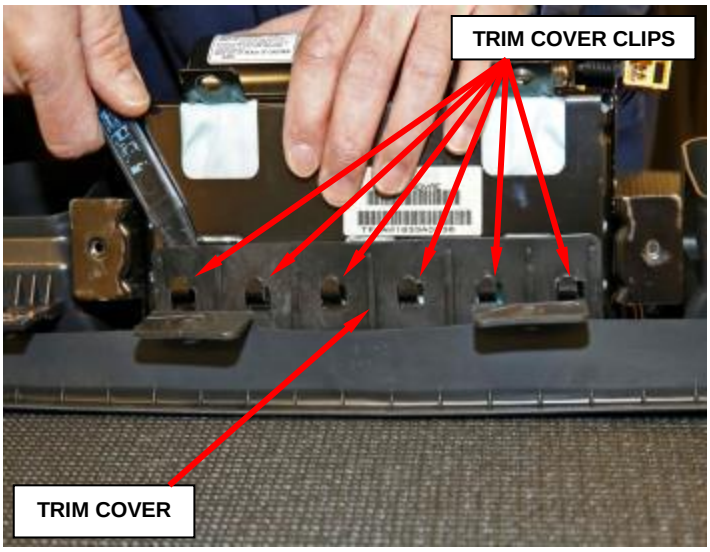

**Figure 18 – Trim Cover Clips**
b. Disengage the trim cover clips and remove the airbag module from the trim cover (Figure 18).